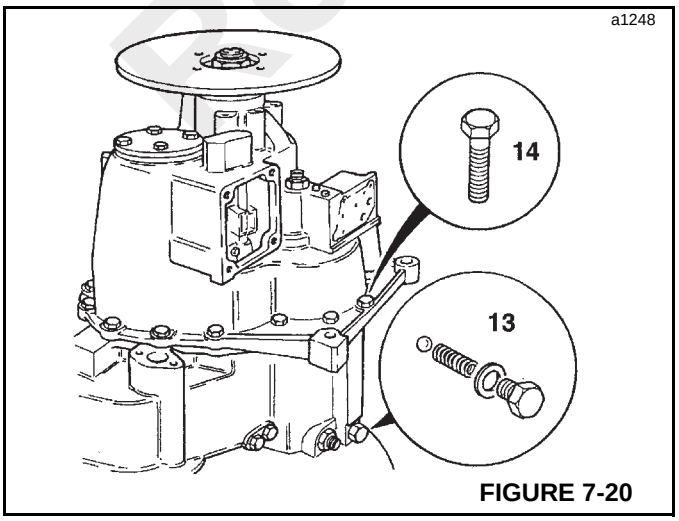

FIGURE 7-20
13. Remove torque converter pressure relief valve (13, Figure 7-20).
14. Unscrew bolts (14) and lift off output casing.